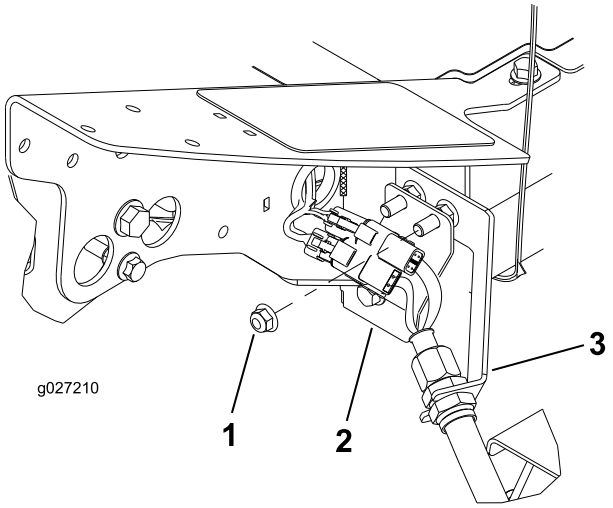

Figur 11
1. Fjern den ekstra flangehovedmøtrik på bolten, der fastgør skotbeslaget til maskinen, i øverste venstre hjørne af rammen (4. klippeenhedsplacering) (Figur 11).
3. Sæt mellempladen på skotbeslagets monteringsbolte med ledningerne placeret som vist i Figur 11.